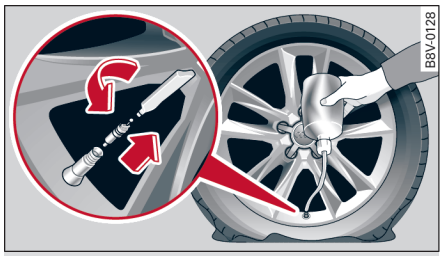

图 222 轮胎：轮胎充气
▶ 将气门盖罩从轮胎气门上取下并用随附的气门芯螺丝刀拧下气门芯 ⇨ *图 222*。